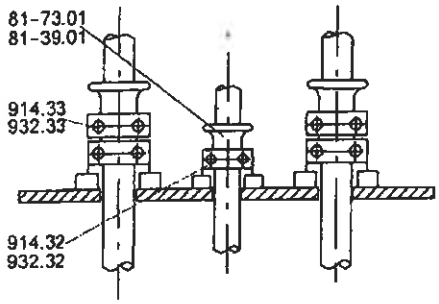

rys. 4
5. W celu odciążenia izolatora przepustowego przewodów 834.01/03 pompa jest wyposażona we wspornik przewodów (rys 4). Zdjęcie części 825 i 81-39.01/02 możliwe jest zamontowanie przewodu tak jak pokazano to na rys. 4.